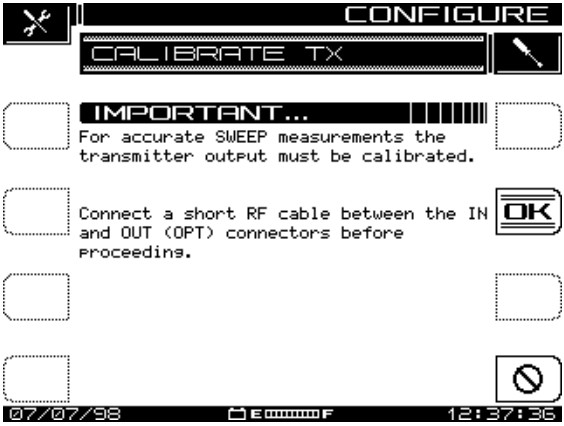

Fig. 2-12 Calibrating Transmitter Output
- **Calibrate Transmitter:** To calibrate transmitter output, press the **Enter** key. You'll see the screen shown in Fig. 2-12. You will be asked to shunt or jumper with coax the input (IN) and output (OPT) terminals of the meter with a short length of cable. When you're done, press the ***OK*** soft key.